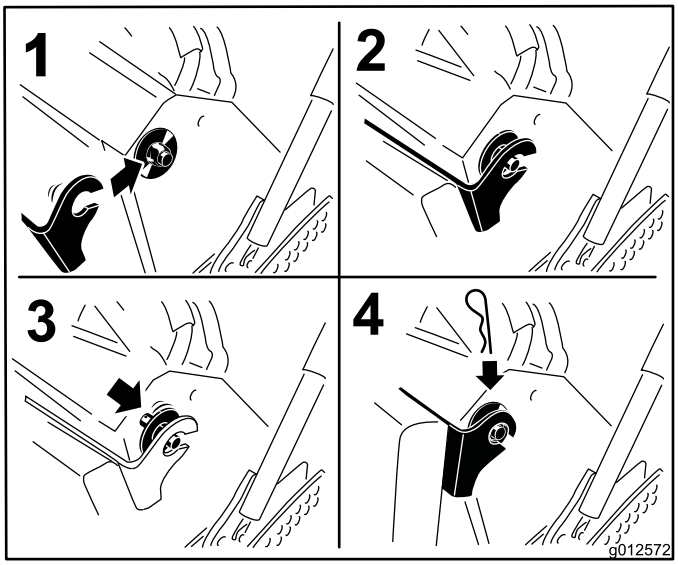

Figura 36
6. Sollevate il cuscino e inseritelo nei perni su entrambi i lati della macchina (Figura 36).
7. Inserite le rondelle grandi con boccole di plastica nelle staffe del cuscino e fissatele con una coppiglia (Figura 36).